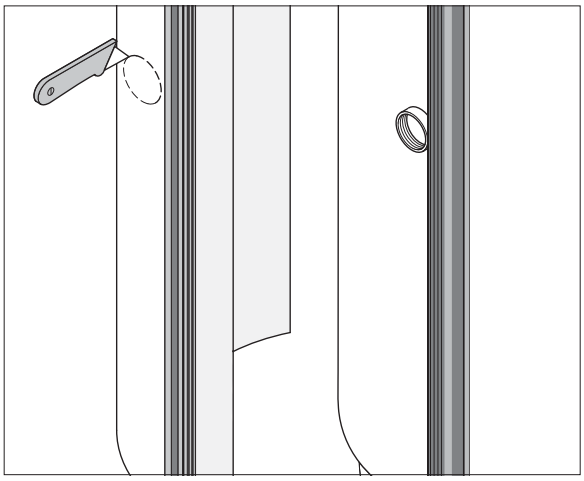

Abb. 9 Entfernen der vorgestanzten Öffnung für den Einschraubheizkörper in der Polystyrolhülle der Manteldämmung.
- Polystyrol-Hülle im vorgestanztem Bereich mit Teppichmesser nachschneiden und herausnehmen (Abb. 9).